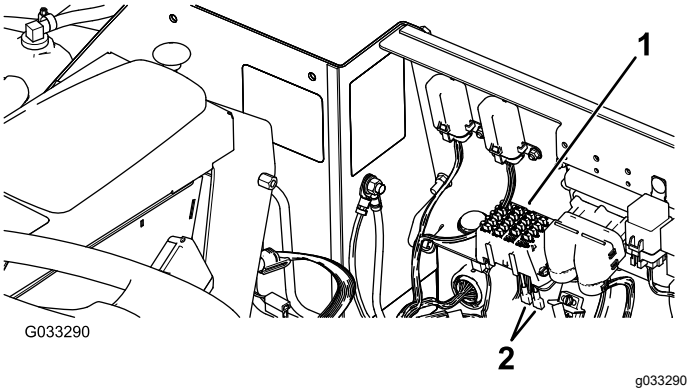
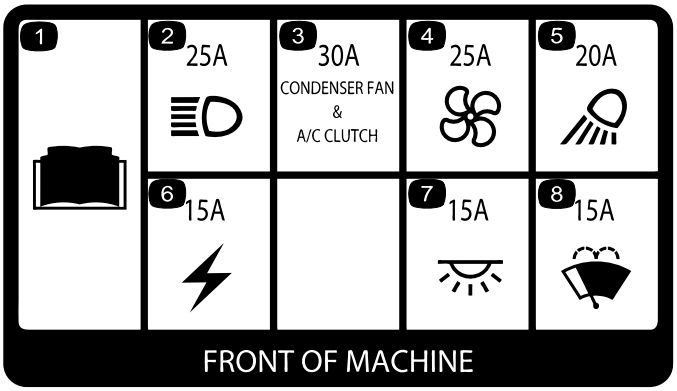
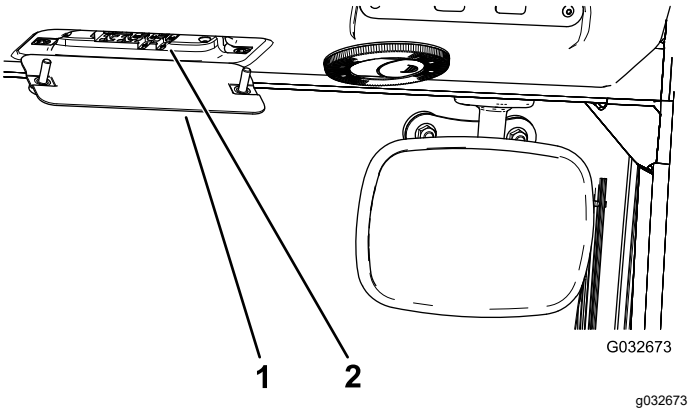

**Figuur 106**
**Figuur 107**
**Figuur 108**
***Belangrijk:*** **Als u een bijkomend accessoire op de machine installeert, mag u alleen vermogen afnemen aan het zekeringenblok van de tractie-eenheid (Figuur 106) of dat van de cabine (Figuur 108). Op beide plaatsen kunt u maximaal 10 A afnemen. Neem contact op met uw erkende Toro distributeur als u hulp nodig heeft.**
De cabinezekeringen (Figuur 107) bevinden zich in de zekeringdoos op de cabineheadliner (Figuur 108).